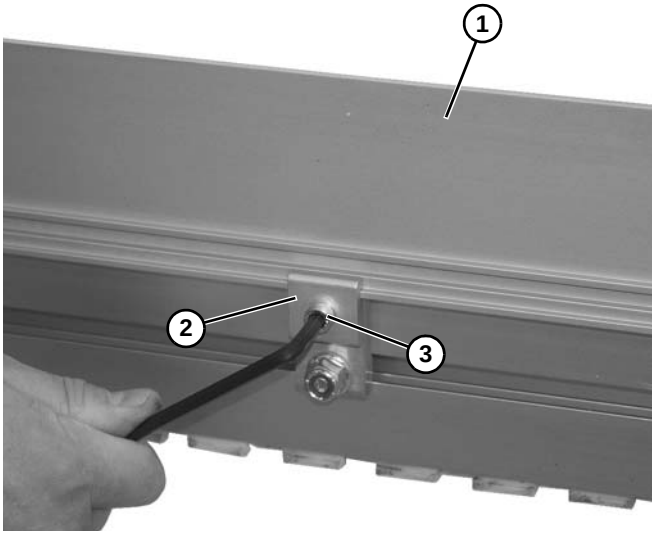

Figure 36
5. Install guide **(Figure 36, item 1)** and retaining clip **(Figure 36, item 2)** to conveyor side rail with socket head screw **(Figure 36, item 3)**.